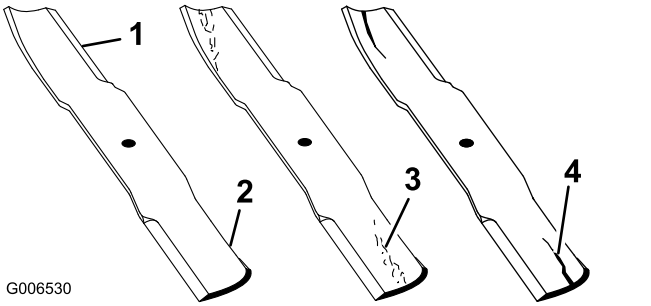

Bild 73
1. Untersuchen Sie die Schnittkanten (Bild 73).
4. Wenn Sie Risse, Verschleiß oder Rillenbildung in diesem Bereich feststellen, sollten Sie sofort ein neues Schnittmesser einbauen (Bild 73).